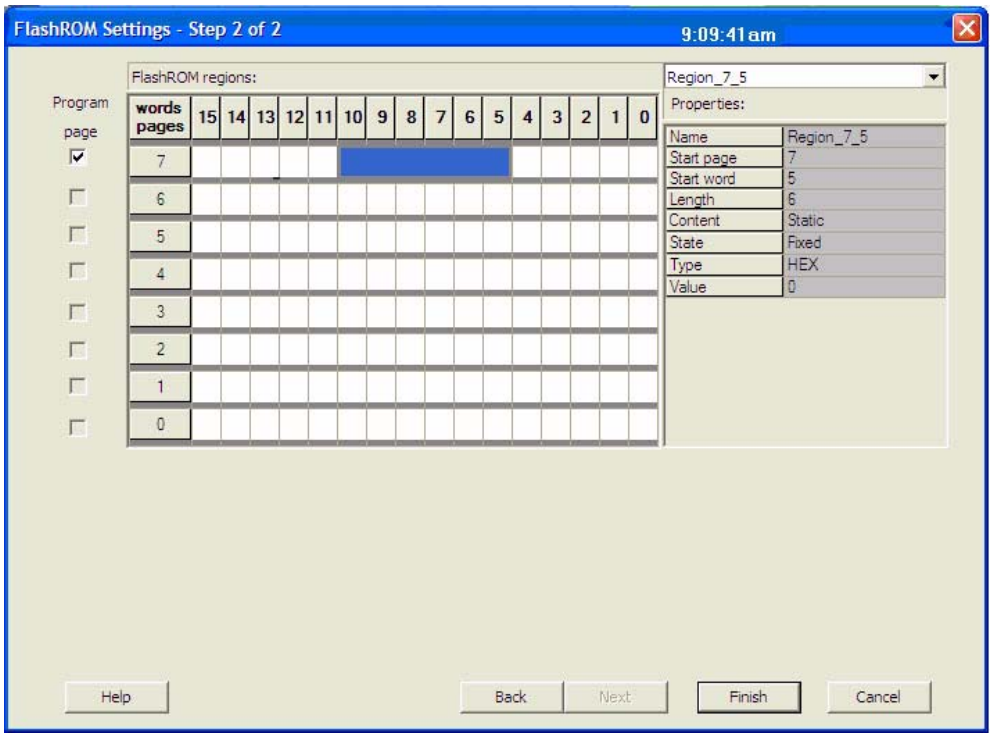

Figure 13-13 **• FlashROM Configuration Settings for Low-Power Flash Devices**
3. Choose the desired settings for the FlashROM configurations to be programmed (Figure 13-13). Click **Finish** to generate the STAPL programming file for the design.